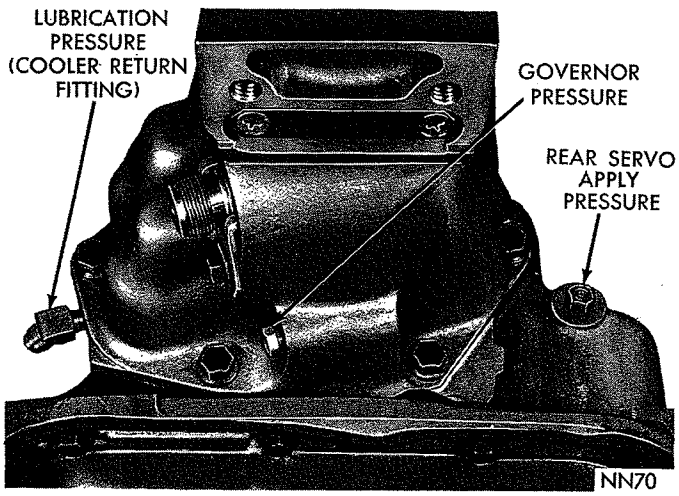

*Fig. 33—Pressure Test Locations (Rear End of Case)*
(1) Install a "tee" fitting between cooler return line fitting and fitting hole in transmission case at rear left side of the transmission (Fig. 33). Connect a 0-100 psi pressure gauge, Tool C-3292 to the "tee" fitting.
(2) At 1,000 engine rpm, with throttle closed and transmission in direct, lubrication pressure should be 5-15 psi. Lubrication pressure will be approximately doubled as the throttle is opened to maximum line pressure.
(1) Connect a 0-300 psi pressure gauge, Tool C-3293 to apply pressure take-off point at rear servo (Fig. 33).
(2) With transmission control in R (reverse) position and engine speed set at 1600 rpm, reverse servo apply pressure should be 240-280 psi.
(1) Connect a 0-100 psi pressure gauge, Tool C-3292 to governor pressure take-off point, located at lower left side of extension near the mounting flange (Fig. 33).
(2) Governor pressures should fall within the limits given in the "Governor Pressure Chart."